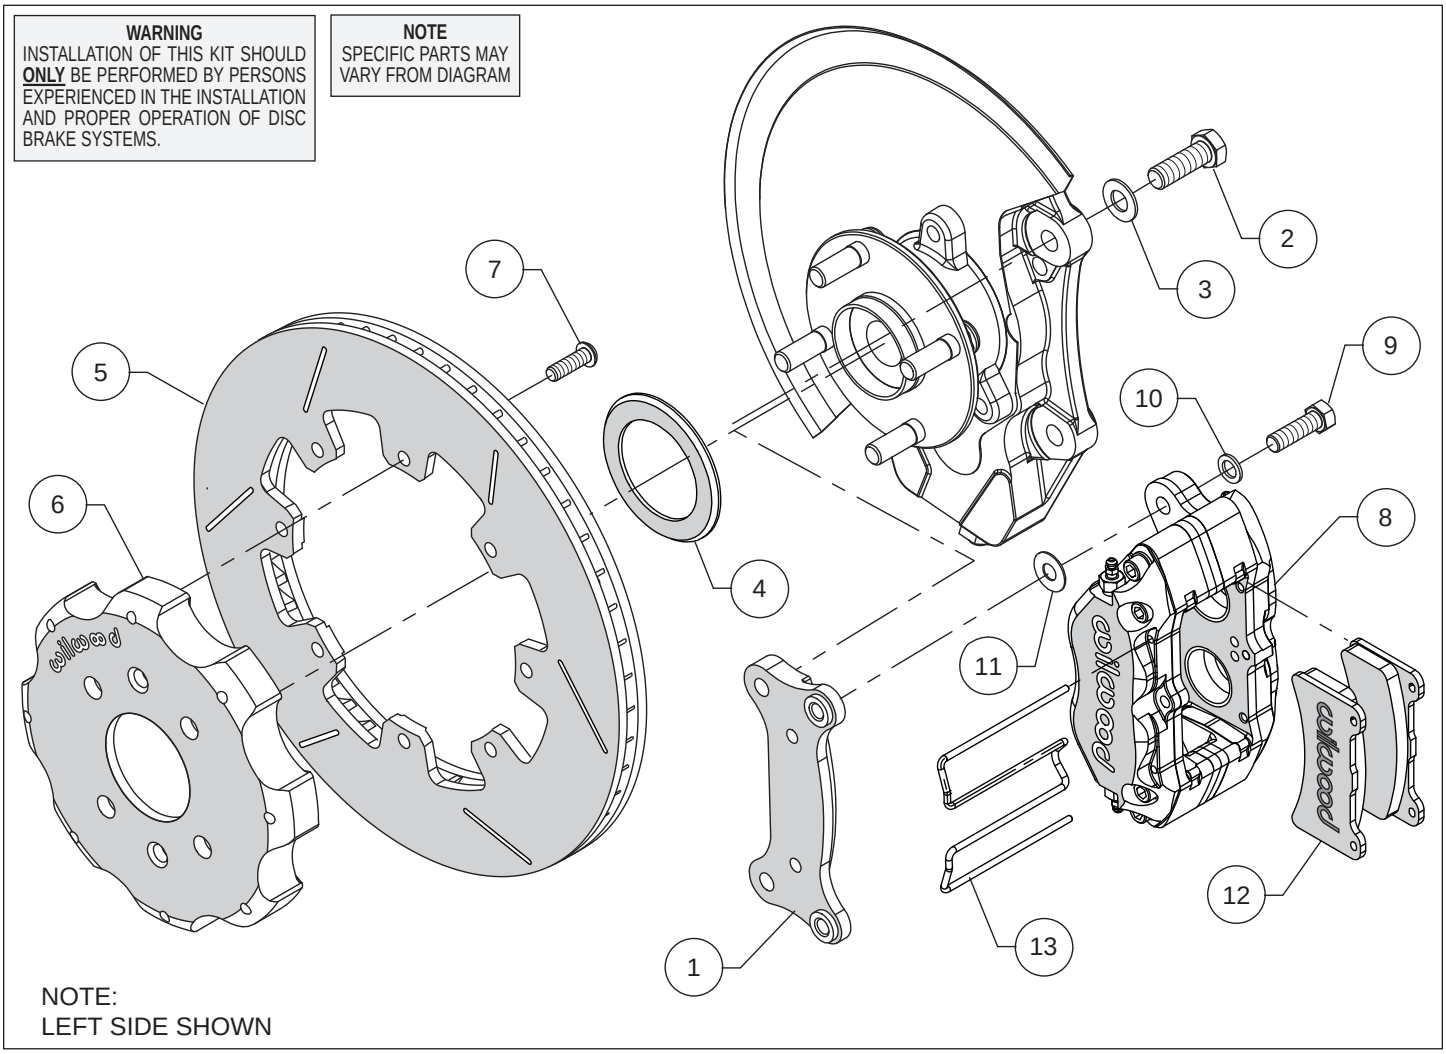
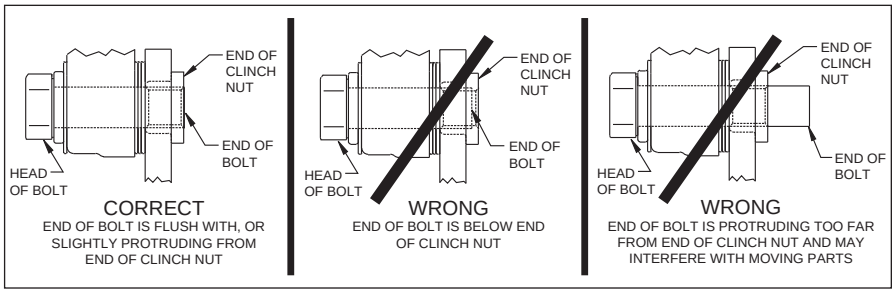

Figure 1. Typical Installation Configuration
Figure 3. Clinch Nut Engagement Diagram
Assembly Instructions (numbers in parenthesis refer to the parts list and Figure 1 on the preceding pages): ***CAUTION:*** *All mounting bolts must fully engage clinch nuts.* Be sure to check that all bolts are either flush or protruding through flanged side of clinch nut after shimming, Figure 3.
- Orient the caliper mount bracket (1) as shown in Figure 1 and Photo 1, and install using bolts (2) and washers (3). Ensure that the flanged heads of the clinch nuts in the bracket are facing outboard, Photo 1. Temporarily tighten the mounting bolts (2). ***NOTE:*** *The bracket must fit squarely against the mount bosses on the upright.* Inspect for interference from casting irregularities, machining ridges, burrs, etc. Remove bolts (2) one at a time, apply red *Loctite*® 271 to the threads and torque to 60 ft-lb.
- Orient the rotor (5) and the hat (6) as shown in Figure 1 and Photo 2. Attach rotor to hat using bolts (7). Using an alternating sequence, apply red *Loctite*® 271 to the threads, and torque to 25 ft-lbs.
- Slide the rotor registration adapter (4) onto the axle register on the axle hub with the smaller O.D. facing toward the rotor/hat (5 and 6), Photo 3. Slide the hat/rotor assembly onto the axle hub. ***NOTE:*** *The hat must fit flush against the axle hub flange or excessive rotor run out may result.* Install three lug nuts (finger tight) to keep the hat/rotor assembly in place while continuing with the installation.
- ***NOTE:*** *Please reference the caution statement at the beginning of the assembly instructions.* Mount the caliper (8) onto the caliper mounting bracket (1) using bolts (9) and washers (10), as shown in Figure 1. Initially place one .035" thick shim (11) on each bolt between the caliper and the bracket, Photo 4. Temporarily tighten the mounting bolts and view the rotor (5) through the top opening of the caliper. The rotor should be centered in the caliper (8), Photo 5. If not, adjust by adding or subtracting shims (11) between the bracket and the caliper. Always use the same amount of shims on each of the two mounting bolts. ***NOTE:*** *The end of each bolt must be flush with or slightly protruding from the head of the clinch nut, as shown in Figure 3.* If necessary place spare shims (11) between washer (10) and caliper mounting ear to achieve the proper clinch nut engagement. Once the caliper alignment and clinch nut engagement are correct, remove the bolts (9) one at a time, apply red *Loctite*® 271 to bolt threads, and torque to 40 ft-lb.